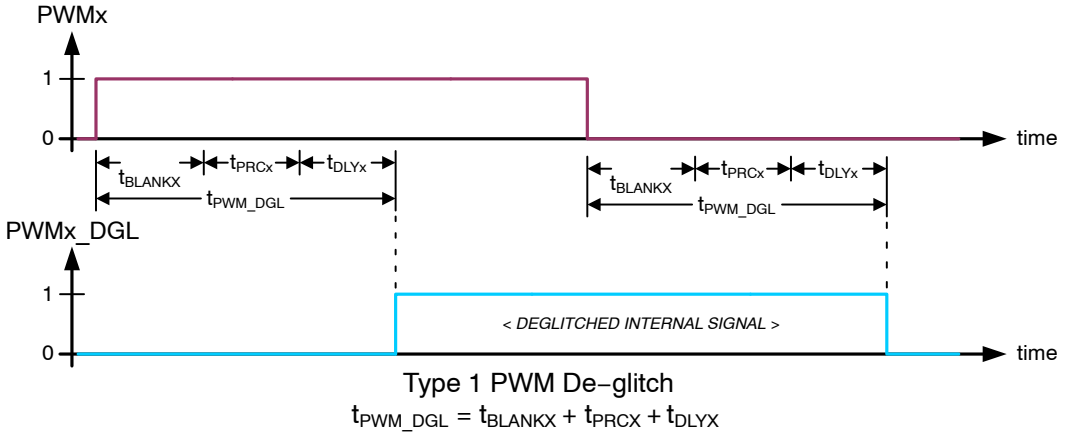
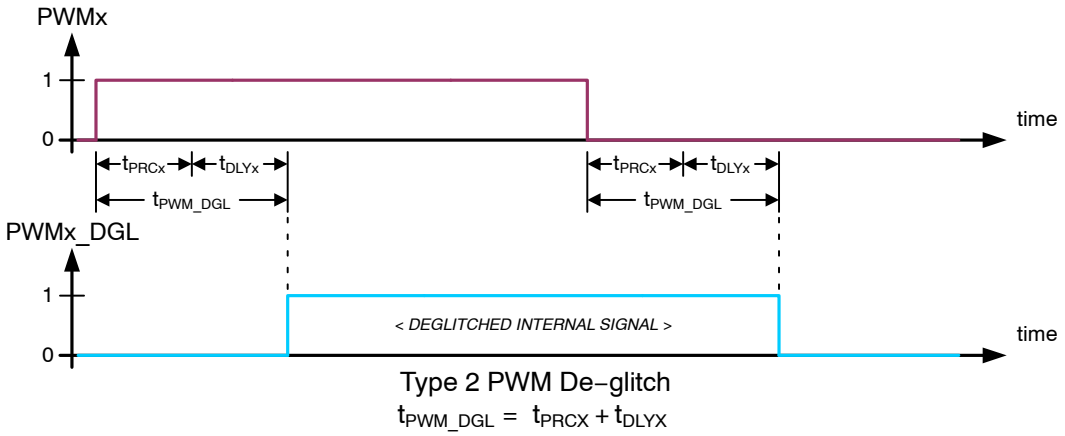

Figure 10. Type 1 PWMx Input De−glitch − CR14.DGLx = 0
Figure 11. Type 2 PWMx Input De−glitch − CR14.DGLx = 1
When multiple PWMx inputs are needed to be active, the scheduled PWM signals should be offset in time to avoid degradation of the VDS overload detection due to crosstalk (see § *Overload Protection*). The minimum offset should be based on the t_{PWM_DGL} times appropriate for the respective channels (see § *Switching Behavior of Half−bridge Drivers*, Figure 10 and Figure 11).
- adaptive PWM input de−glitch construction when in half−bridge configuration is selected by DGLx[6:0] bits (see Figure 10, Figure 11, Table 21 and Table 22).
When operating HB1…HB7 in PWM mode and in half−bridge configuration, type 1 de−glitch is selected when CR14.DGLx = 0 (see Figure 10) and the adapted time is given by:
Type 2 de−glitch is selected when CR14.DGLx = 1 (see Figure 11) and the adapted time is given by:
- the PWMx_DGL resulting from the channel's operating configuration (see § *Switching Behavior of Half−bridge Drivers*, Figure 10 and Figure 11);